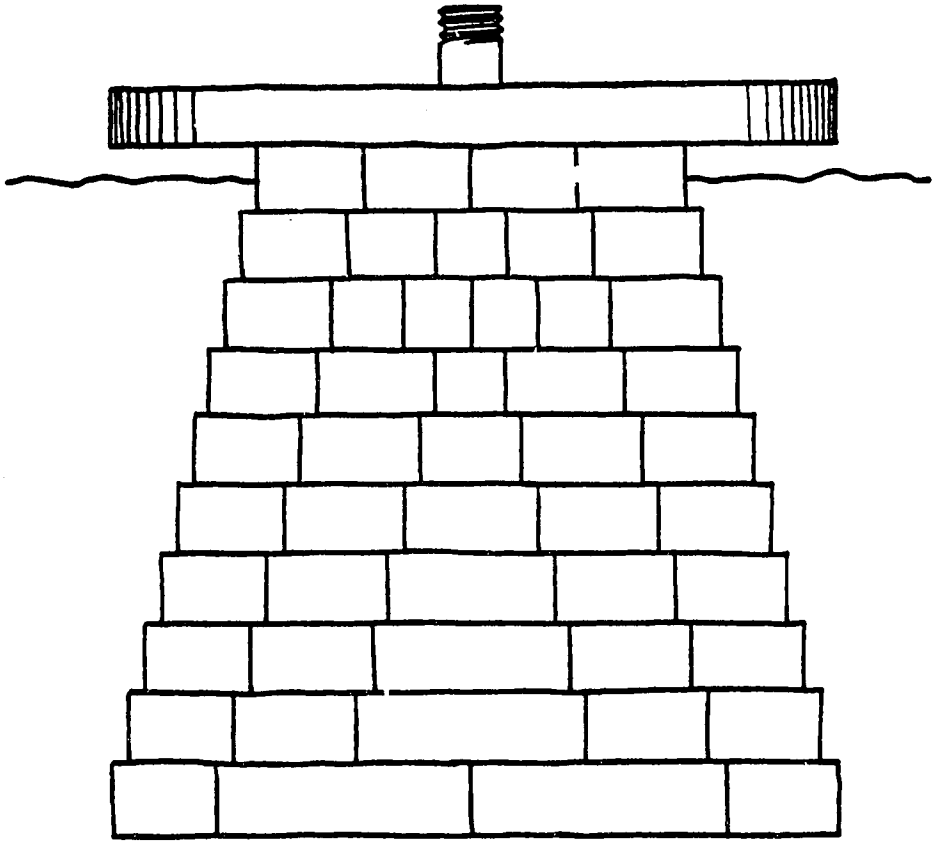

Figure 13. Well at Ground Level
- Continue in that fashion until the top row has nine small bricks. If the top row of nine small bricks is not yet at ground level, then continue with circles of nine small bricks (see Figure 13).